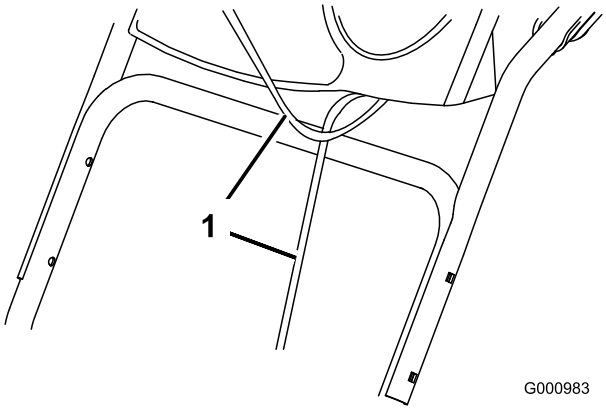

Figur 4
1. Løft og drej det øverste håndtag, og anbring det over det nederste håndtag (Figur 4).